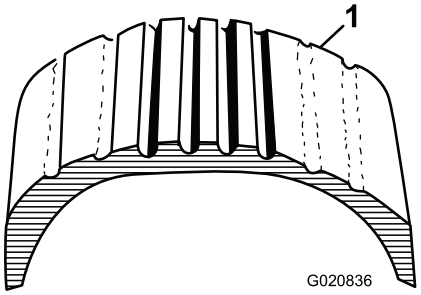
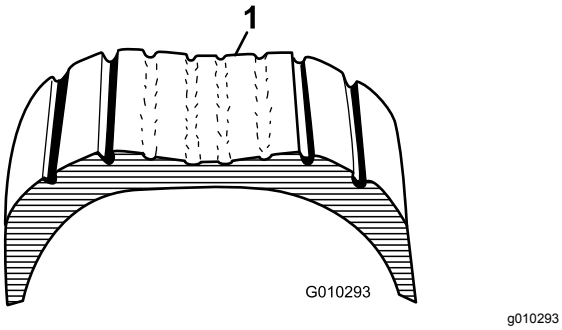

Figure 31
Figure 32
1. Vérifiez visuellement l'état et l'usure des pneus (Figure 31 et Figure 32).